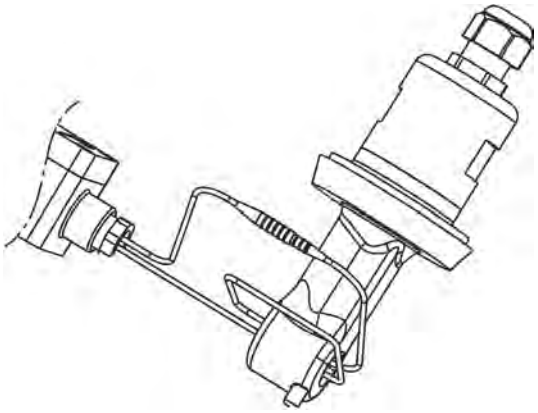

Fig. 77: Connecting the wire ends
8. Connect the wire ends of the calibration adapter's conductor loop. (See Fig. 77 .)